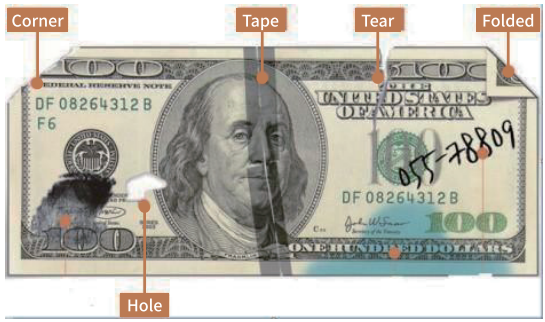

Figure 7-11 Bil Damaged Ways
(2)The banknote is damaged with different ways such as lack of corner, tape, hole, tear and folded. As shown in Figure 7-11, it is not recommended to count this kind of bills.